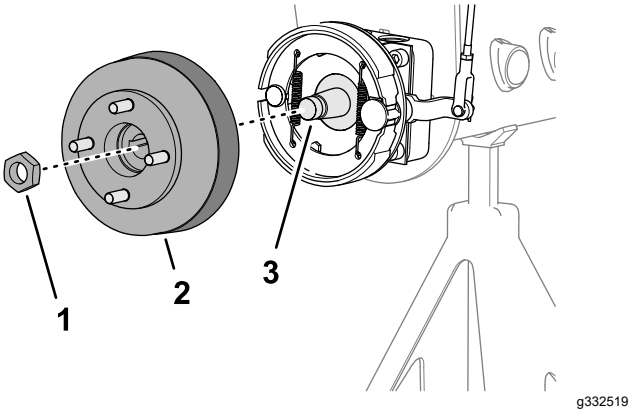
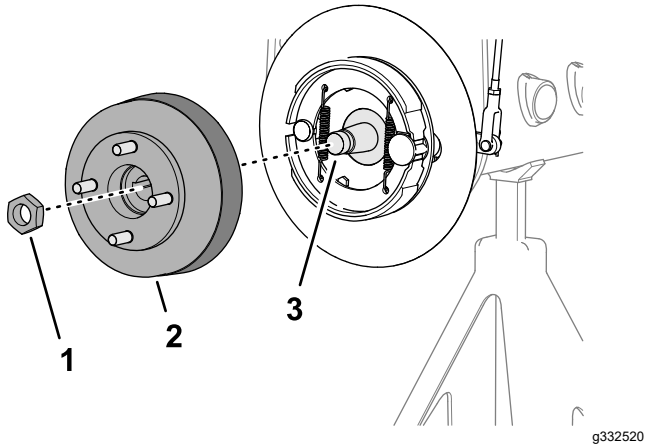

Figuur 72
Figuur 73
3. Monteer de wielnaaf en de remtrommel op de wielmotoras (Figuur 72 of Figuur 73).
4. Bevestig de wielnaaf aan de as met de borgmoer (Figuur 72 of Figuur 73) en draai met de hand aan.